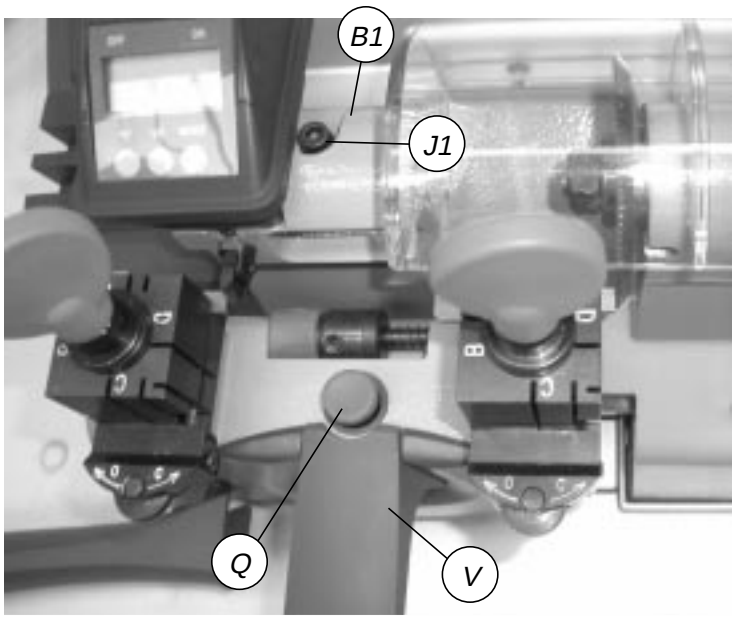
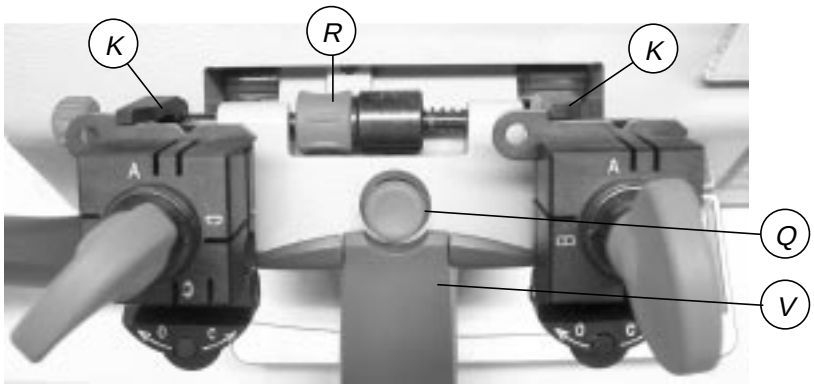

Fig. 15
Fig. 16
3) Release the carriage by lowering the knob (V) and pressing the push button (Q) right down (fig.15).
a) loosen the screw (J1) to move the tracer point (fig.15).
6) Lower the carriage by means of the handle (V) (it will engage automatically).
1) Turn off the master switch (C) to operate safely and prevent activation of the cutting tool.
2) Place the adjusting key (provided) in the clamps (fig.16) with the notch facing the cutting tool and tracer point and proceed as follows:
a) ensure that the keys adhere to the clamps and that the callipers (K) are in full contact with the stops.
b) to take the callipers into contact with the keys, rotate the drum (R) towards you (away from you to return to the ideal position)
3) Release the carriage by lowering the knob (V) and pressing the push button (Q) right down (fig.16).
3) Release the carriage by lowering the knob (V) and pressing the push button (Q) right down (fig. 16, page 16).
4) Move the adjusting key so that the notch comes into contact with the cutting tool (A) and tracer point (B).
a) loosen the screw (J1) to move the tracer point (fig. 15, page 15).
8) Lower the carriage by means of the handle (V) (it will engage automatically).